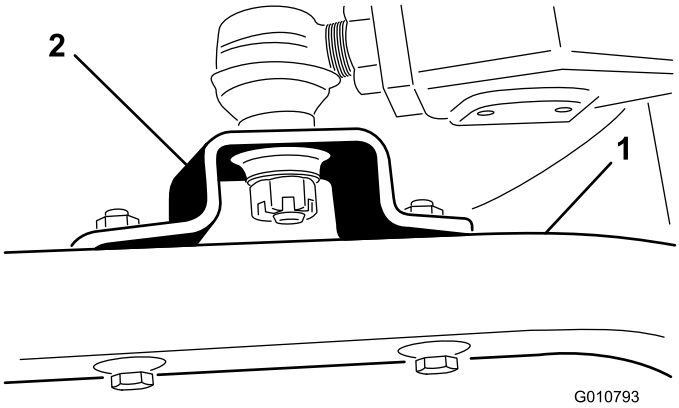

Figur 19
4. Fjern hodeskruene og låsemutterne som sikrer kuleleddsbeslagene til styrearmene på klippeenheten (Figur 19).
4. Flytt løftespaken til svevestilling. Skyv løftearmene ned til hullene i kuleleddsbeslagene er på linje med hullene i styrearmene (Figur 19).